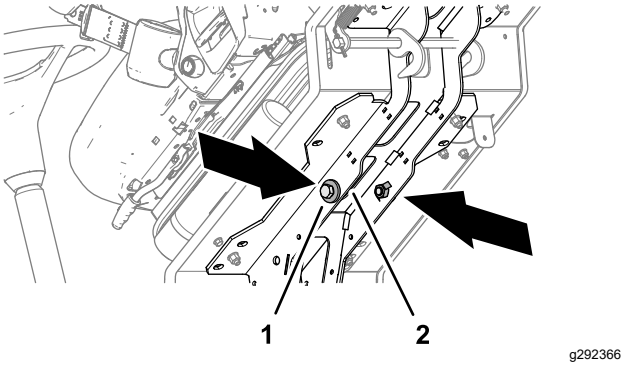

Figur 40
3. Vip platformen fremad, og fjern de 2 bolte (12 x 40 mm) og 2 spændeskiver (12 mm), der befinder sig i platformens støtteskinner (Figur 40).